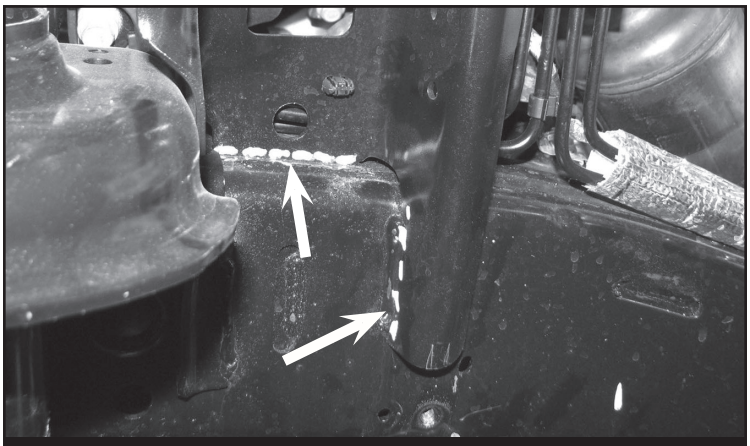

FIGURE 5 - STEP 6
6. **Driver side upper shock mount**: Using a paint pen. Mark the factory welds that attach the shock tower mount to the frame. **SEE FIGURE 5**